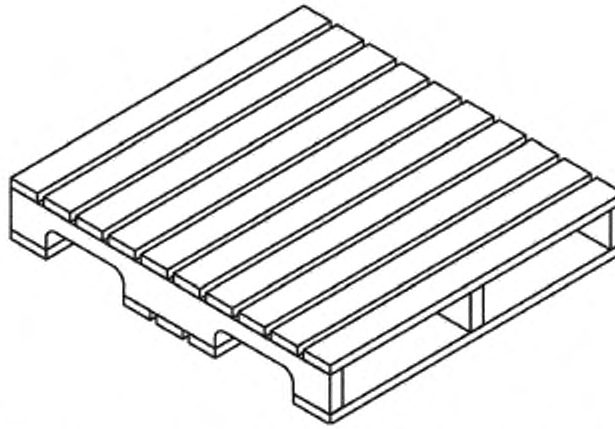

Рисунок 10 — Поддоны с вырезами в продольных брусьях (пример частично четырехзаходного поддона)
3.9 **частично четырехзаходный поддон:** Плоский поддон, конструкция которого обеспечивает для вилочного автопогрузчика возможность ввода вилочного захвата с четырех сторон, а для вилочной тележки возможность ввода вильчатого рычага с двух сторон (см. рисунок 10).
3.10 **поддоны с вырезами в продольных брусьях:** Плоский поддон, имеющий раму из продольных брусьев, в каждом из которых имеются два выреза, которые обеспечивают возможность ввода вилочных захватов автопогрузчиков (см. рисунок 10).